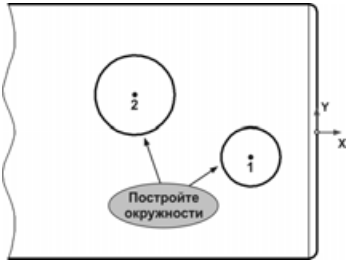

Рис. 5.195
- С помощью команды **Увеличить масштаб рамкой** увеличьте участок модели, как это показано на рис. 5.195.
- В пределах проекции цилиндрической грани постройте две окружности. Положение их центров 1 и 2 укажите мышью произвольно (рис. 5.195), так же задайте радиусы.